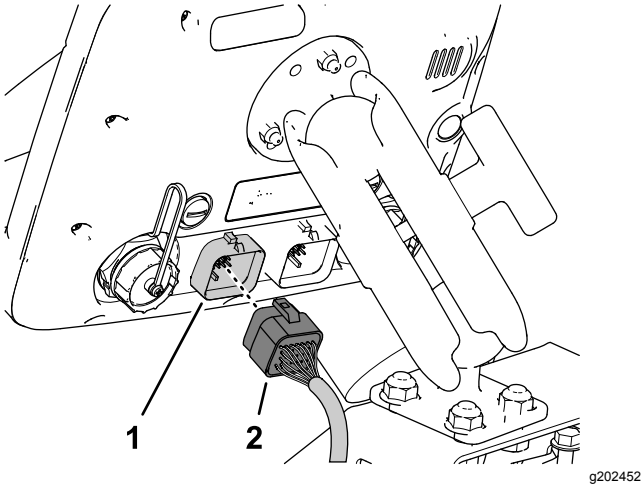

Figur 208
3. Placer dataledningsnettets stik med 26 sokler ud for sprøjtemonitorens stik med 26 ben, og tryk sokkelstikket ind i benstikket, indtil stikkets låsemekanisme aktiveres (Figur 208).